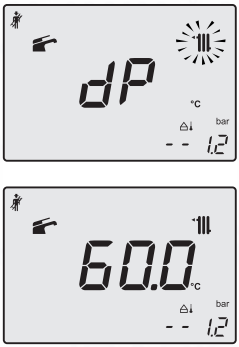

Fig. 9.24
- Press further key 16 to vary again the output in chimney sweep mode: when the LCD display displays the letters **dP** that alternate with the heating water temperature value (e.g.**60**), the "chimney sweep function" is at maximum output in domestic hot water mode" (Fig. 9.24).